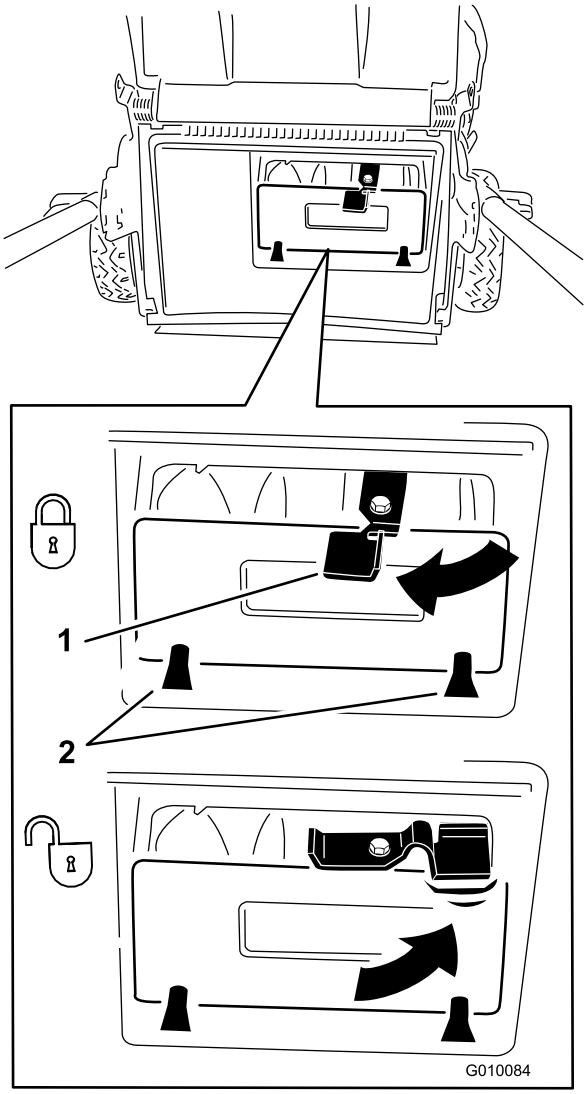
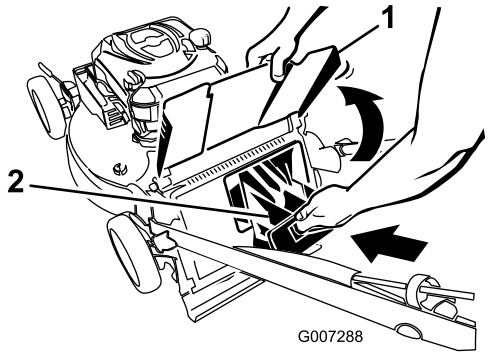

**Figuur 25**
**Figuur 26**
**Belangrijk: Zorg ervoor dat de afsluiter van het achteruitwerpkanaal is geplaatst en vergrendeld. Om de afsluiter te vergrendelen, duwt u de afsluiter naar binnen totdat deze vastklikt en draait u de hendel op de afsluiter naar links (Figuur 25).**
**Opmerking:** Om de afsluiter te ontgrendelen, draait u de hendel op de afsluiter naar rechts (Figuur 25).
**Belangrijk: Zorg ervoor dat de afsluiter van het achteruitwerpkanaal is geplaatst en vergrendeld. De afsluiter vergrendelen: Breng de afvoergeleider aan de achterzijde omhoog (Figuur 26), duw de afsluiter stevig naar binnen tot deze vastklikt en draai de hendel op de afsluiter linksom (Figuur 25).**